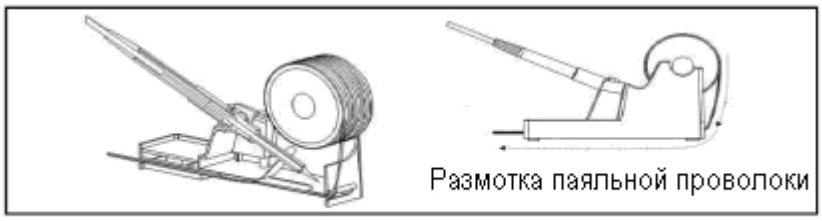

Рис. 2. Подставка для паяльника с держателем для паяльной проволоки
1.Установите паяльную проволоку в держатель (рис.2).
3. Поместите паяльник на подставку (см. рисунок 2).